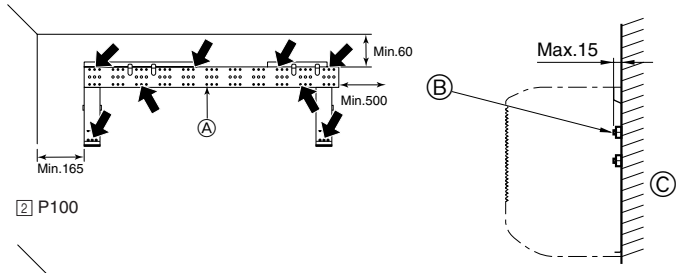

Fig. 3-4
▶ **Fixer la structure de montage mural par les orifices de la rangée du milieu, de 12 mm de diamètre, en utilisant des boulons achetés séparément (boulons à pans, boulons d'ancrage et écrous d'ancrage) de filetage M10 ou W3/8. La tête du boulon ne doit pas dépasser la surface du mur de plus de 15 mm. (Fig. 3-4)**